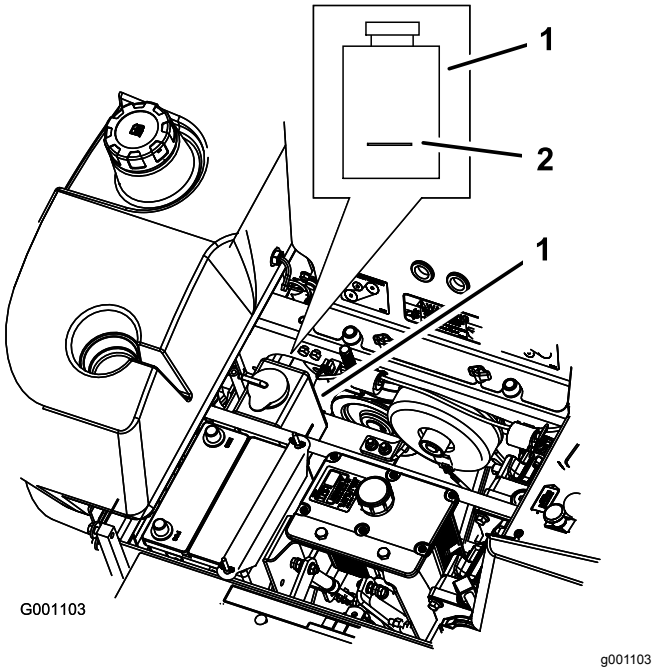

**Figuur 84**
3. Als de motor is afgekoeld, controleert u het peil van de overloopfles. De vloeistof moet tot aan de verdikking op de buitenkant van de overloopfles staan (Figuur 84).
4. Als het peil van de koelvloeistof te laag is, moet u de overloopfles bijvullen met een mengsel dat half uit antivries/Dex-Cool® en half uit water bestaat (Figuur 84).
5. Vul de fles met dit mengsel tot aan de streep op de fles (Figuur 84).